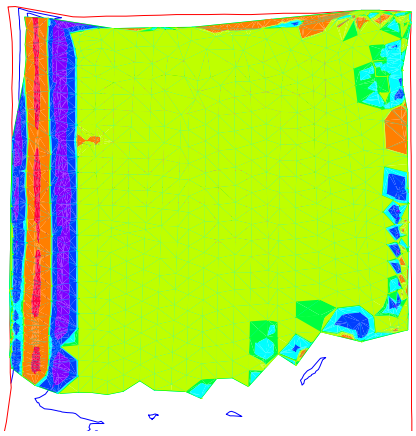

Figure 4-20 *The volume surface with elevation band*
11. In the **Ranges** area, retain the default settings and choose the **Run analysis** button; the results are displayed in the **Range Details** area. Choose the **Apply** button; the volume surface shows elevation bands in different colors, as shown in Figure 4-20. Different color bands represent various elevation ranges in the surface.